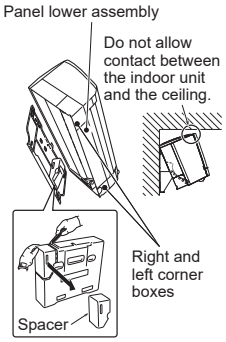

Fig. 5
6) Insert the drain hose into wall hole sleeve (C), and hook the upper part of indoor unit on installation plate (1). Then, move the indoor unit completely to the left in order to make placing the piping in the back space of the unit easier.
7) Cut out the spacer from the packaging styrofoam and set it on the rib on the back of the indoor unit. (Fig. 5)
8) Connect the refrigerant piping with the extension pipe (B).
9) Push the lower part of the indoor unit to fit into the installation plate (1), then attach the parts in the opposite steps of removal.